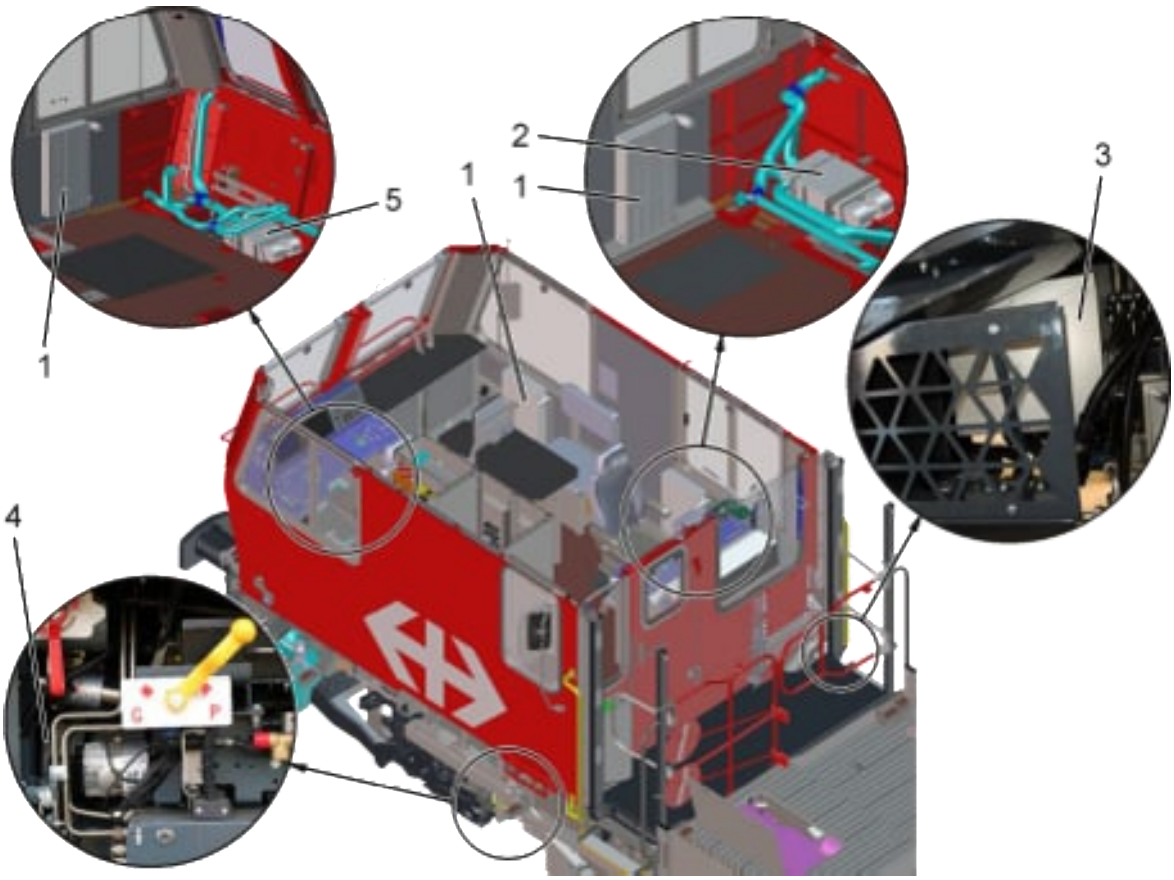

Fig. 53: Impianto di riscaldamento
30 secondi dopo l'attivazione di questo modo operativo entra in funzione il ricircolo dell'impianto di climatizzazione. Il modulo di riscaldamento e ventilazione (scambiatore di calore), cfr. Fig. 53 (2 e 5), funziona solo con l'aria di ricircolo e resta pertanto in esercizio, se è stato preselezionato.
La cabina del veicolo viene riscaldata con un riscaldamento ad acqua calda, alimentato con un riscaldatore elettrico o azionato a diesel, cfr. Fig. 53 (3 e 4), e con il calore ceduto dal motore diesel principale e di lavoro. Anche i motori diesel vengono preriscaldati tramite il refrigerante portato a temperatura dal riscaldamento.
Sotto a ciascun banco di guida è installato un modulo di riscaldamento e ventilazione, cfr. Fig. 53 (2 e 5). Il modulo è formato da uno scambiatore di calore con ventola, che alimenta aria calda o fredda ai singoli ugelli dello scaldavetro, per il riscaldamento del macchinista o in basso, a livello dei piedi. Per selezionare la modalità di circolazione dell'aria occorre agire sul commutatore posto in corrispondenza del banco di guida, cfr. Fig. 54 (1).
Nella cabina sono inoltre installati tre radiatori a convezione, cfr. Fig. 53 (1). Dotati di termostati fissi (regolati a circa 18° C) i radiatori per convezione (1) vengono comandati tramite la centralina di controllo dopo l'accensione del riscaldamento ad acqua calda.